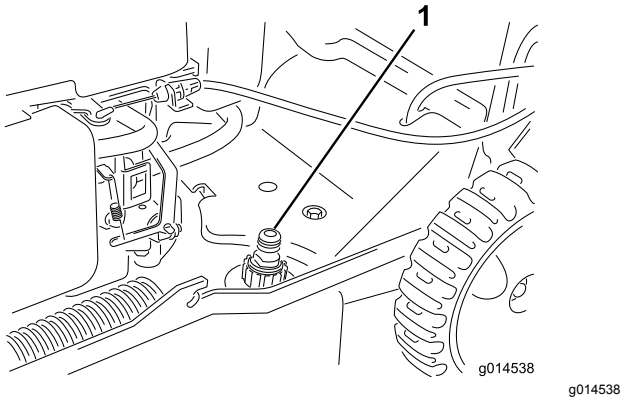

Figure 18
3. Branchez un tuyau d'arrosage, relié à une arrivée d'eau, au raccord de lavage (Figure 18).